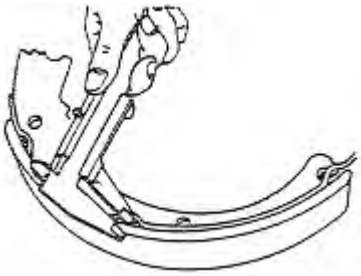

figure 2-23
(1) Check up if there is any rust of inner surface of sub-pump and outside of piston; then measure the clearance between piston and pump body. Standard size: 0.03mm—0.10mm;limit size: 0.15mm
(2) Visually Check up if there is any damage and deformation of cup leather, please replace if abnormal.
(3) Measure the free length of brake sub-pump, if abnormal, please replace.
(4) Measure the thickness of friction slice, if exceed the limit wear, please replace. Standard: 8.0mm;limit: 2.0mm. See figure 2-23.